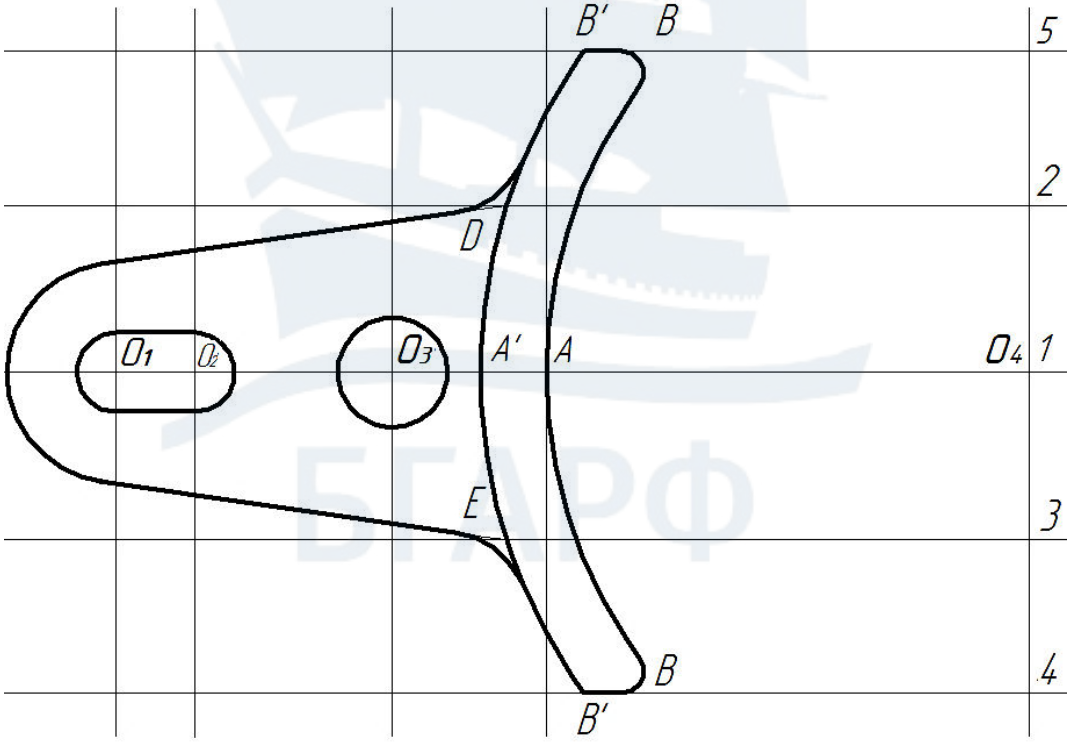

Рис. 128
15. Построить сопряжения отрезков **BB'** с дугой **BAB** и касательных, построенных согласно пункту 14, с дугой **B'A'B'**. Дугу **B'A'B'** в средней части восстановить командой **Сместить** (рис. 128).